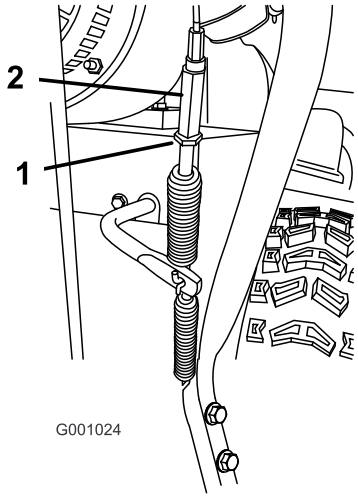

Rysunek 37
1. Poluzuj przeciwnakrętkę (Rysunek 37).
2. Poluzuj lub dokręć ściągacz, który reguluje napięcie linki (Rysunek 37).